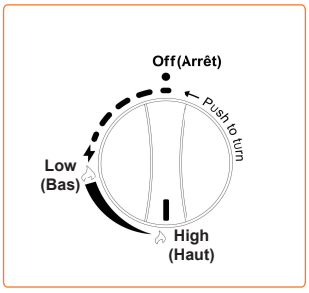

Figure 2
4.Press the control knob, turn counterclockwise to the "High" position, Continue to hold. press the control knob for 30 seconds. When the burner lights, release the control knob (Figure 2).